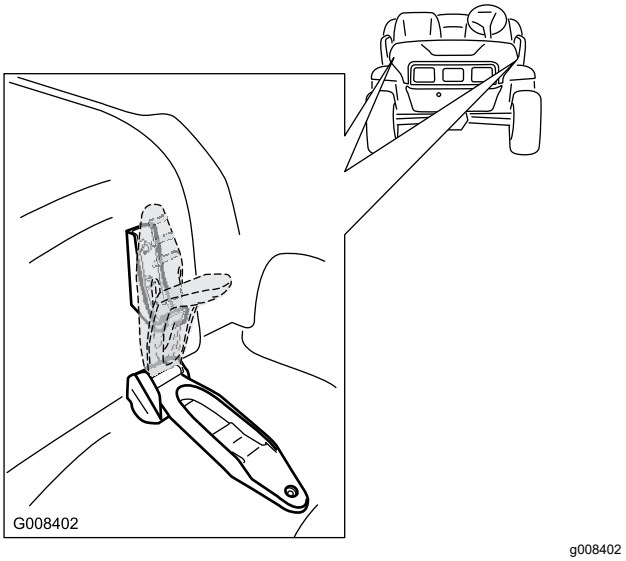

**Figur 22**
1. Løft opp håndtakene på gummilåsene på hver side av panseret (Figur 22).
2. Sikre panseret ved å innrette gummilåsene på låsefestene på hver side av panseret (Figur 22).